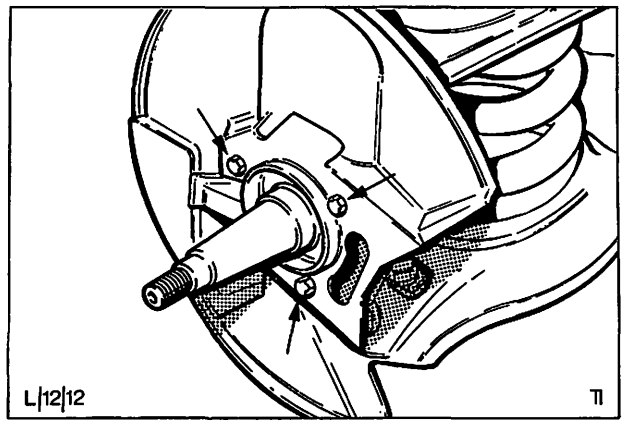

Abb. 22 Spritzblech in Einbaulage
28. Spritzblech, Abb. 22, anbauen und Sicherungsschrauben mit neuen Sicherungsblechen sichern.